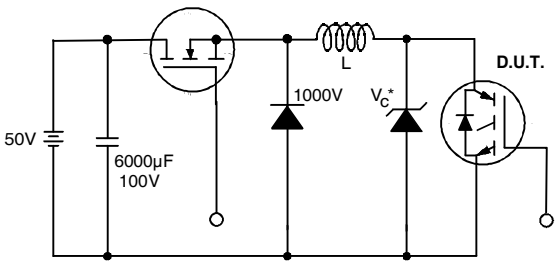

Figure 19. Clamped Inductive Load Test Circuit
② V_{CC}=80%(V_{CES}), V_{GE}=20V, L=10µH, R_G= 50Ω (figure 19)
③ Pulse width ≤ 80µs; duty factor ≤ 0.1%.
④ Pulse width 5.0µs, single shot.